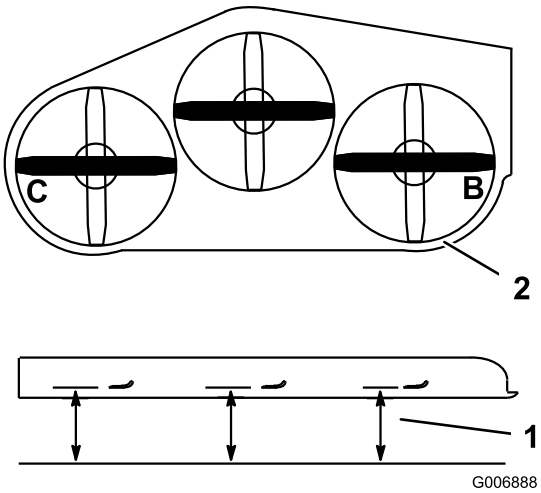

Figur 80
1. Plasser den **høyre** kniven på tvers (Figur 80).
2. Mål den høyre kniven ved **B** fra en plan overflate til kniveggen på knivtuppene (Figur 80).
4. Plasser den venstre kniven på tvers (Figur 80).
5. Mål den venstre kniven ved **C** (Figur 80) fra en plan overflate til kniveggen på knivtuppene.